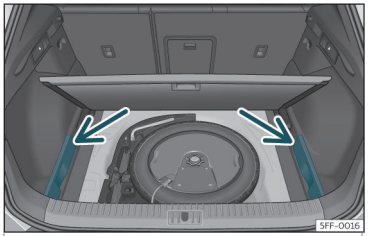

Fig. 107 In the luggage compartment: covers for storing the rear shelf.
• Remove the left and right covers >>> **Fig. 107**.